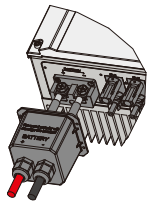

Figure 4.2-1
- **电池连接：**确保连接ES与电池时极性（+/-）连接正确，见图4.2-1。